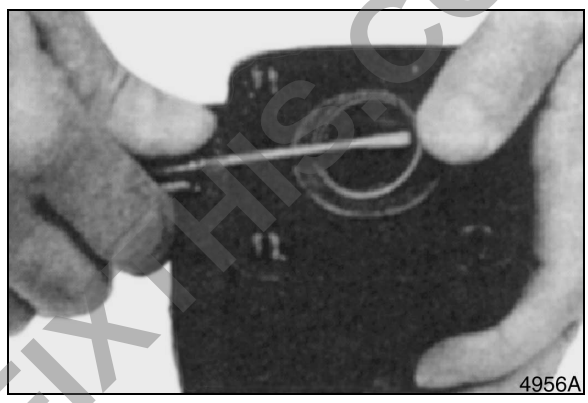

Figure 31
18. Remove dust seal from housing. See Figure 31. Remove O-ring and backup ring from inside housing.